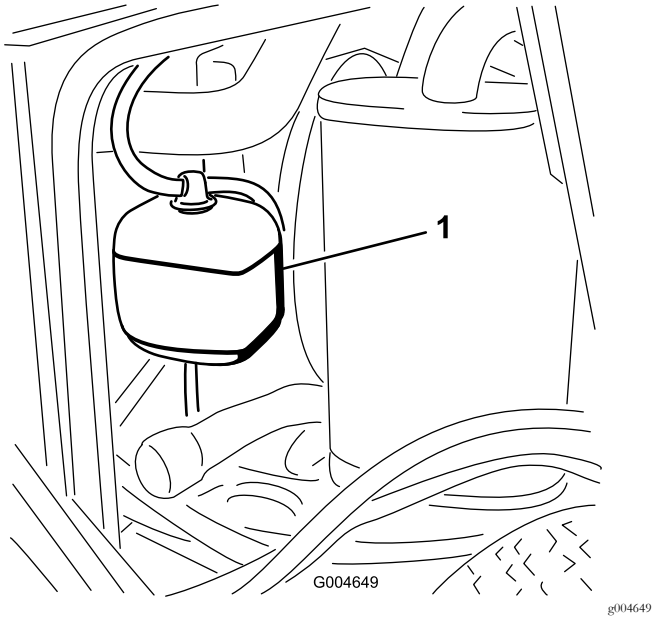

Figur 47
1. Kontroller kjølevæskenivået i ekspansjonstanken (Figur 47).